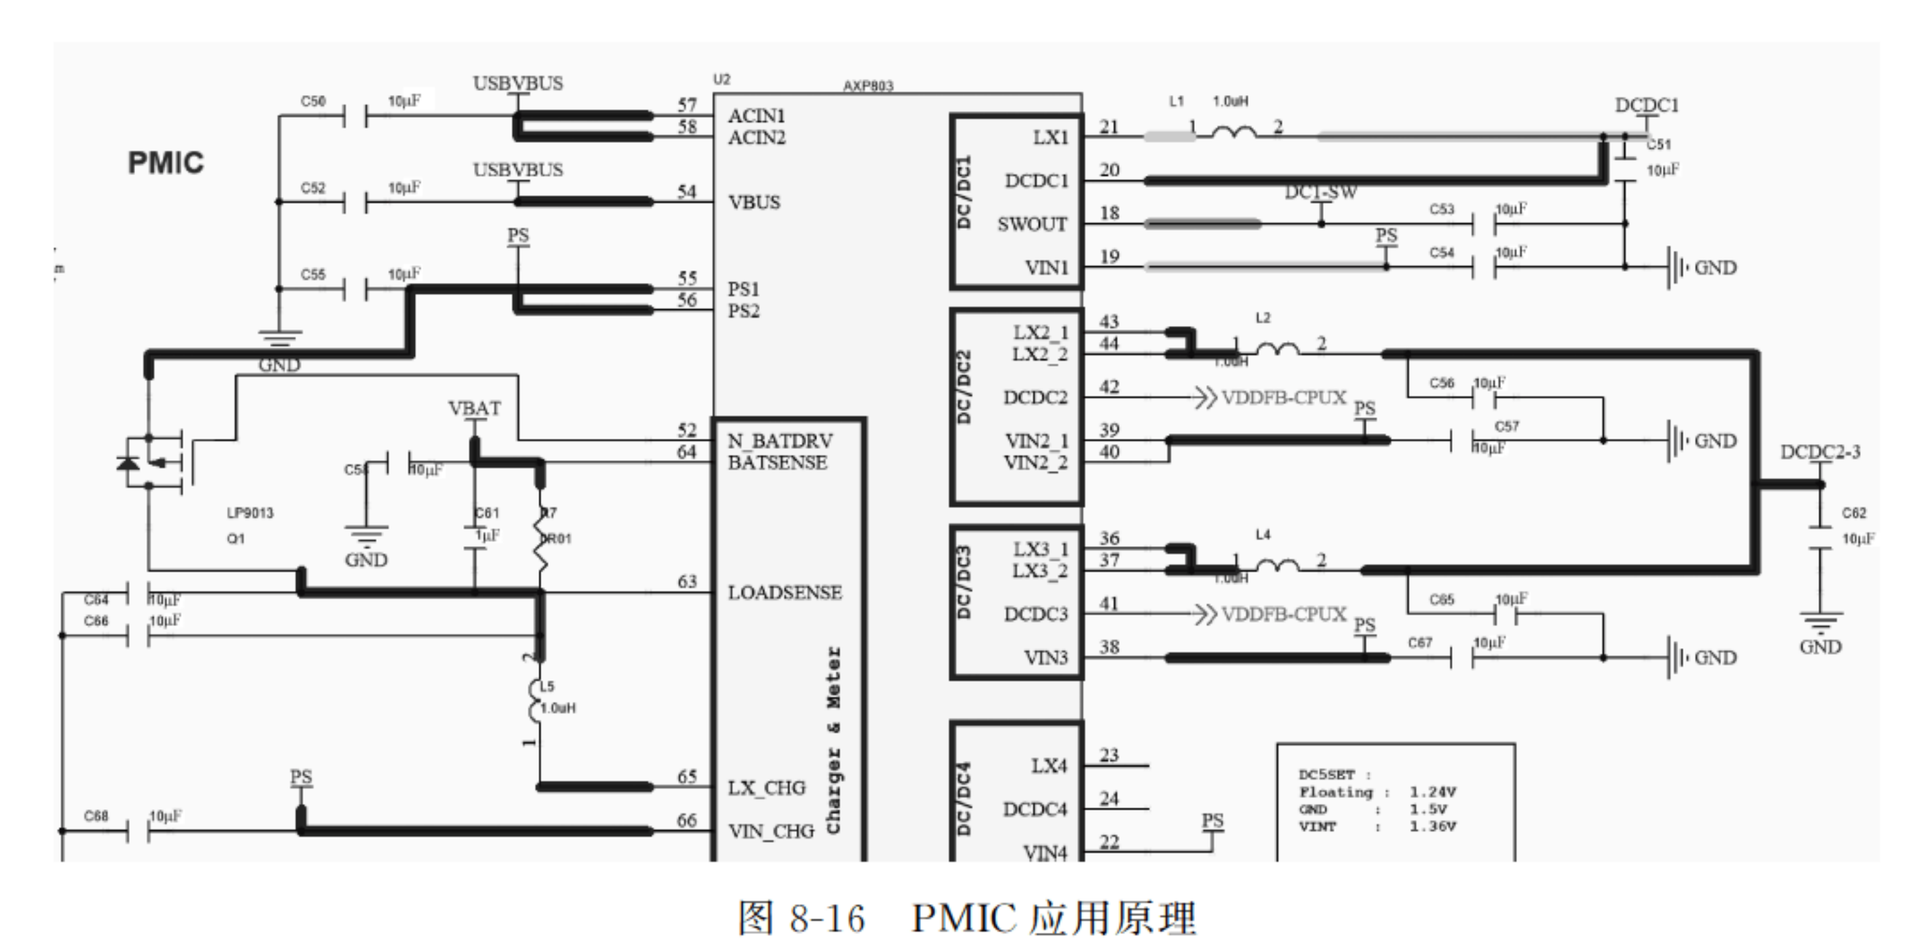
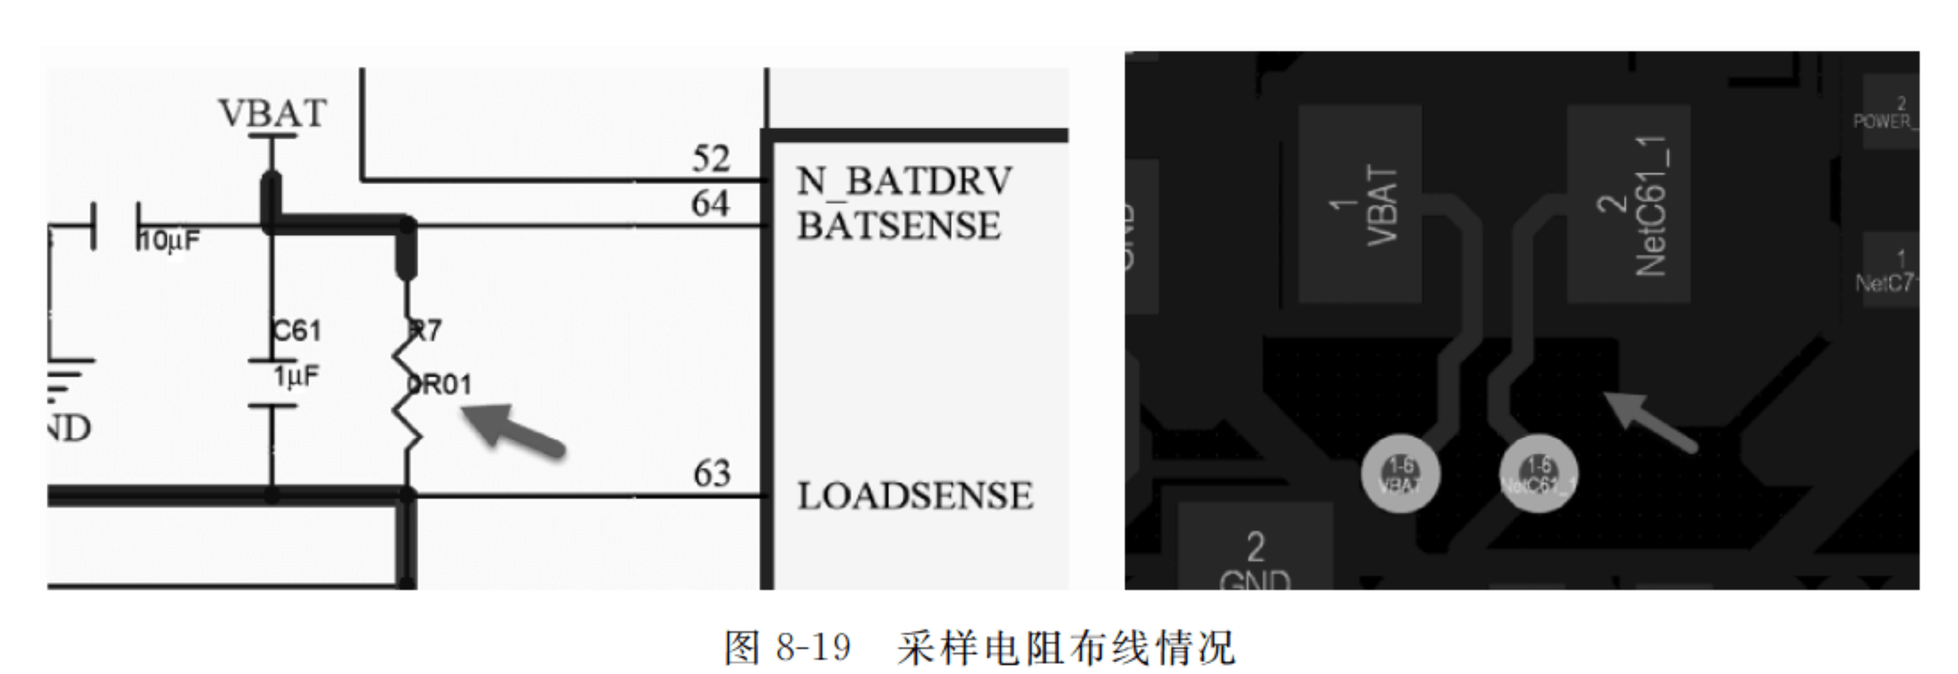

图 8-16　PMIC 应用原理
图 8-19　采样电阻布线情况
AXP803 是一款高度集成的电源管理芯片，针对需要多路电源转换输出的应用，提供了简单灵活的电源管理解决方案，以满足日益复杂和准确的电源控制要求，适用于平板电脑、智能手机、学习机、手持式移动设备等。AXP803 配备了自适应 USB3.0 兼容的闪光灯充电器，可支持高达 2.8A 的充电电流，还支持 22 通道功率输出（包括 6 通道 DCDC）。应用原理如图 8-16 所示。
① 图 8-16 中粗线标识的部分都是大电流电源，需根据原理图的标注来确定走线的宽度。尽量使用铺铜连接，并尽量加大铺铜宽度。
② DC-DC 电源换层时，建议 10/20mil 的过孔不少于 5 个；PMIC 的接地脚要可靠接地，即就近打地孔。
③ 采样反馈信号 BATSENSE、LOADSENSE 从采样电阻 R7 两端平行拉出，如图 8-19 所示。